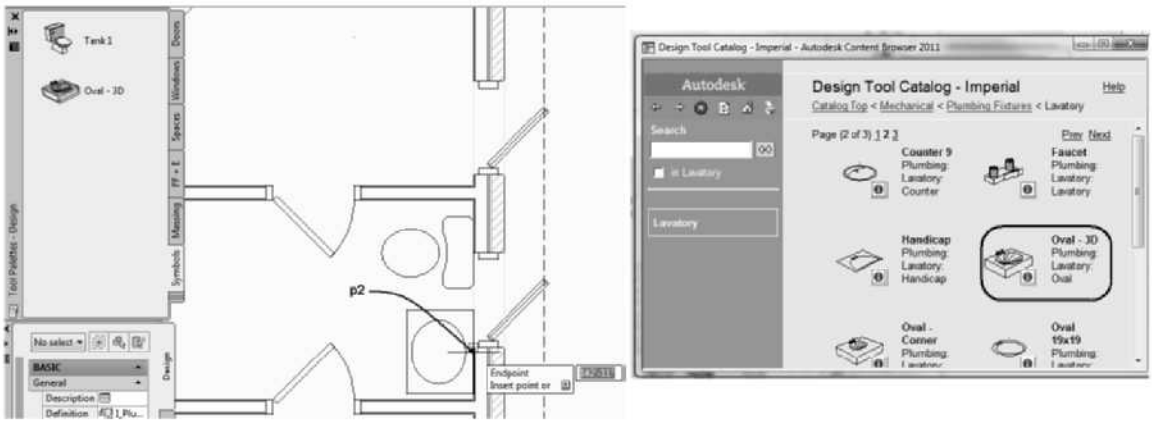

FIGURE 10.39 *Selecting Endpoint for placement of lavatory*
16. Move the cursor over the workspace, pause over **p2** as shown in Figure 10.39 until the Endpoint Osnap marker is displayed, and then click to select the location of the lavatory. Press ESC to end insertion.